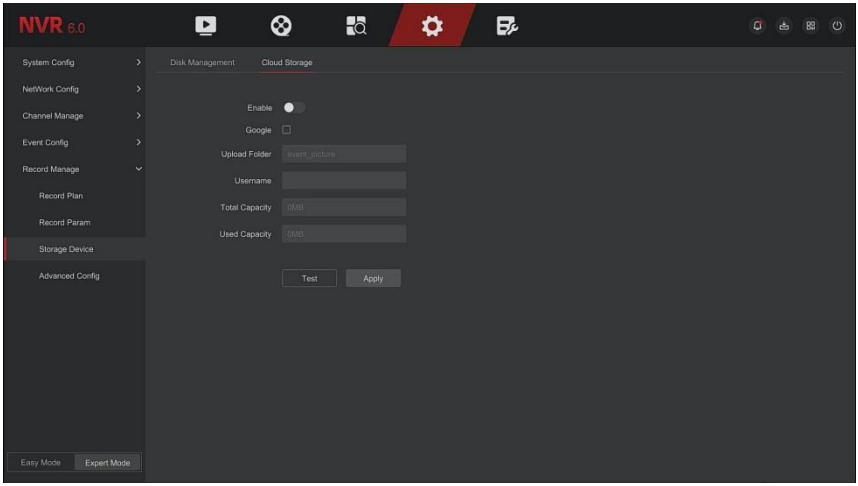

Figure 5-118
Step 1: On the main menu page, select " Config → Easy Mode → Record Manage →Storage Device →Cloud Storage" toenter the cloud storage setting interface, as shown in Figure 5-118.